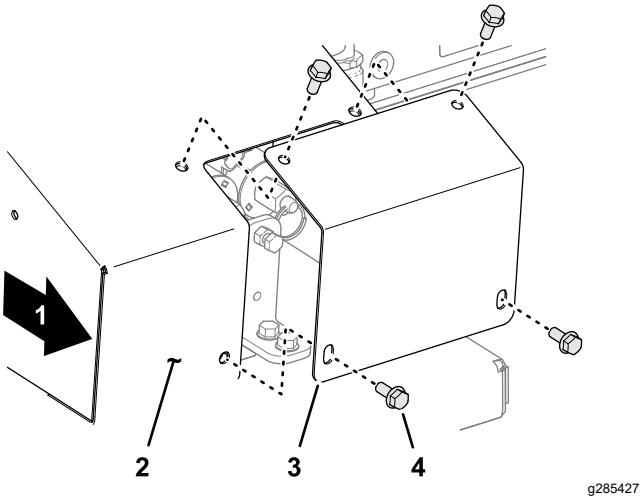

Figur 32
1. Vid maskinens högra sida avlägsnar du de fyra flänshuvudskruvarna som fäster skyddsplåten på säkerhetskåpan (Figur 32).